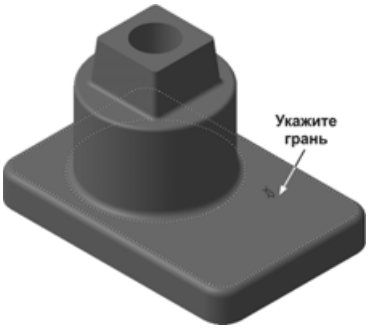

Рис. 2.87
- Укажите на верхнюю грань основания для выбора (рис. 2.87) и нажмите кнопку **Эскиз**.